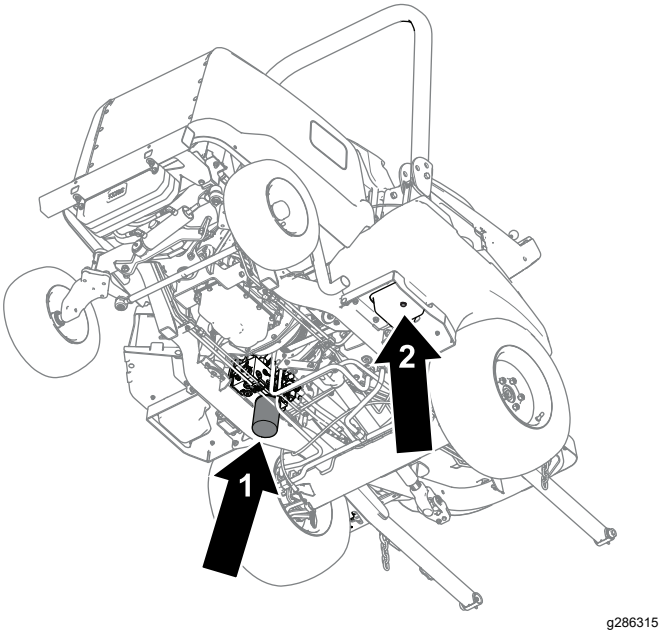

Рисунок 81
4. Снимите пробку сливного отверстия (Рисунок 81) с нижней стороны бака и дайте гидравлической жидкости стечь в сливной поддон.
6. Поместите сливной поддон под фильтр (Рисунок 81), снимите фильтр и дайте всему оставшемуся маслу стечь в поддон.